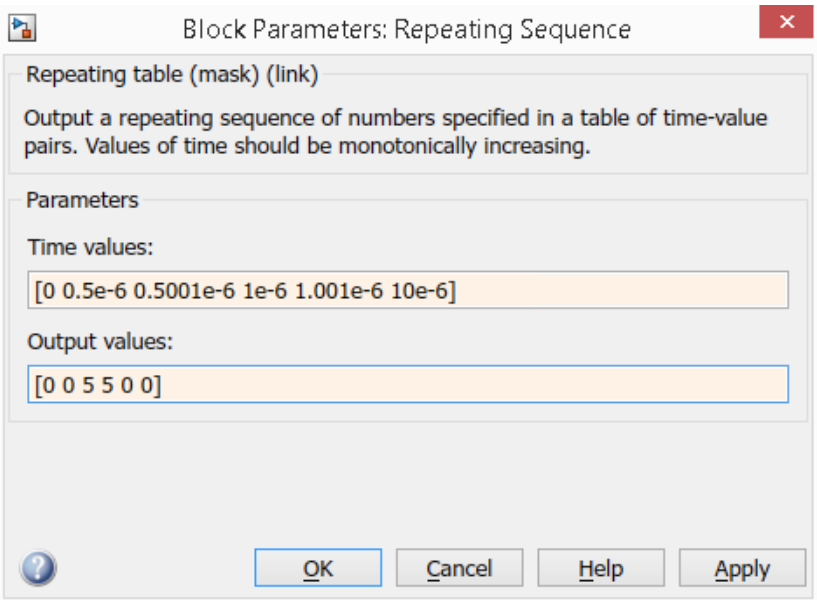

Figure 7-4 Repeating Sequence parameters
9. Double-click the *Repeating Sequence* block to specify the repeating sequence parameters as shown in Figure 7-4.